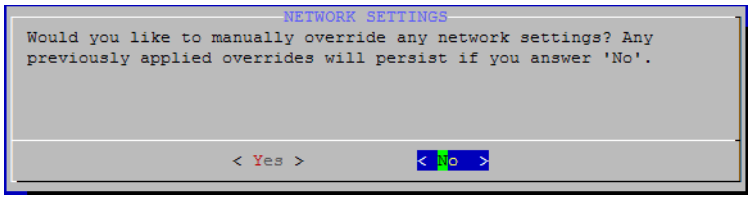

Figure 3-53 Network Settings Screen
8. If your system does not have a SAS connected, the **Network Settings** screen appears, which asks if you want to override any network settings, as shown in Figure 3-53. Proceed to step 9.
18. Select **Configure SAS enclosure** if you want to configure the SAS device. If you do not want to configure the SAS, select **Continue,** refer to Figure 3-53, and then proceed directly to step 9.
The system begins the configuration/initialization process, which takes approximately 24 hours. A black text screen appears, and after a few minutes, the **Network Settings** screen reappears, as shown in Figure 3-53, and you can continue with the configuration.